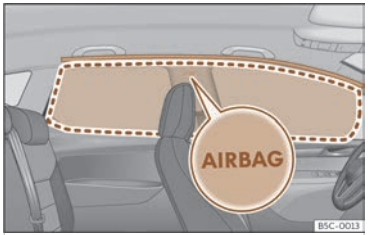

**Fig. 34** Location of head-protection airbags.
Head-protection airbags are on both sides of the vehicle interior, above the doors ››› **Fig. 34** and their location is indicated with the word “AIRBAG”.
The framed area is covered by the head-protection airbag when it is deployed (deployment area) ››› **Fig. 34**. Therefore, objects should never be placed or mounted in this area ››› ⚠.
- **Ensure that children are correctly seated in their seats and that their heads are not in the deployment zone of the head airbags ››› Fig. 34, as deploying airbags could hit them and cause serious injury.**